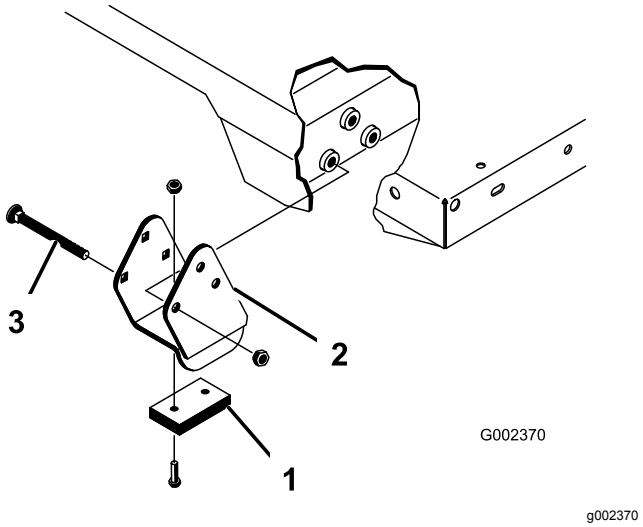

**Bild 25**
Stellen Sie sicher, dass die Distanzstücke und die Verschleißblöcke (Bild 25) so eingesetzt sind, dass die Köpfe der Schlossschrauben an der Innenseite der Maschine sind.
2. Setzen Sie die Ladepritsche vorsichtig auf den Maschinenrahmen. Fluchten Sie die hinteren Schwenkplattenlöcher der Pritsche mit den Löchern im hinteren Rahmenkanal aus und setzen Sie die zwei Lastösenbolzen und Klappstecker ein (Bild 25).
4. Setzen Sie den Lastösenbolzen von der Außenseite der Ladepritsche ein. Der Klappstecker sollte nach außen zeigen (Bild 25).